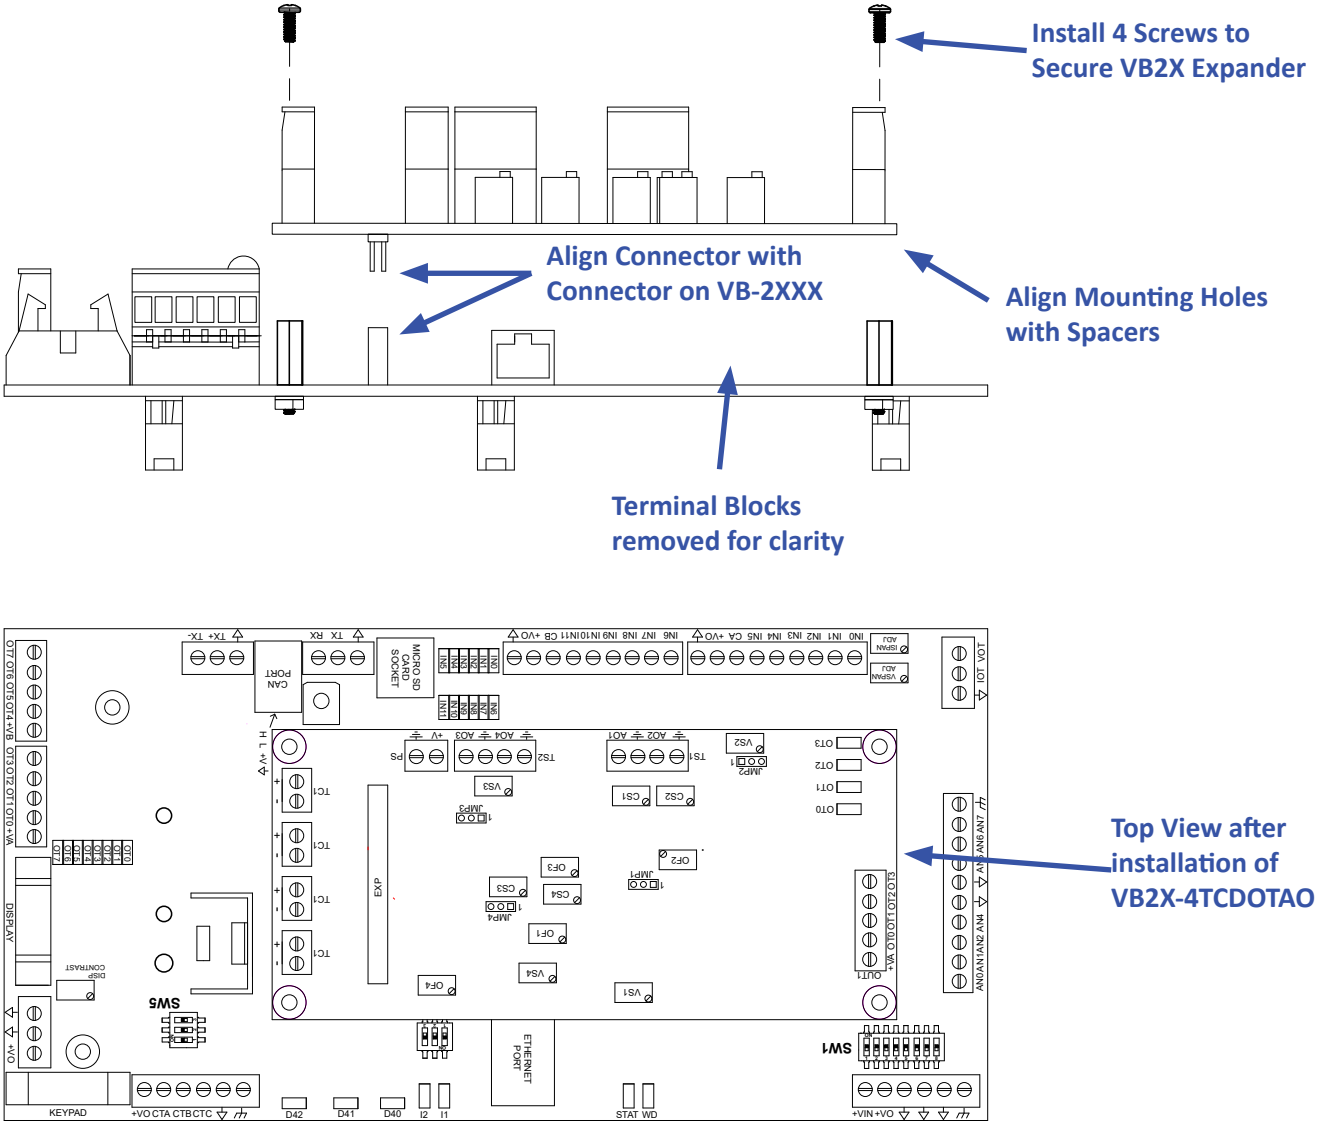

Figure 1-2 - Mounting the VB2X-4TCDOTAO
3. Carefully aligning the VB2X-4TCDOTAO with the installed spacers, gently plug the VB2X-4TCDOTAO into the EXP connector on the VB-2XXX. Ensure proper alignment on EXP. When installed correctly, all the VB2X-4TCDOTAO pins will be plugged into the EXP connector and the VB2X-4TCDOTAO will be placed against the spacers and the mounting holes will align with the spacers correctly. Refer to Figure 1-2.